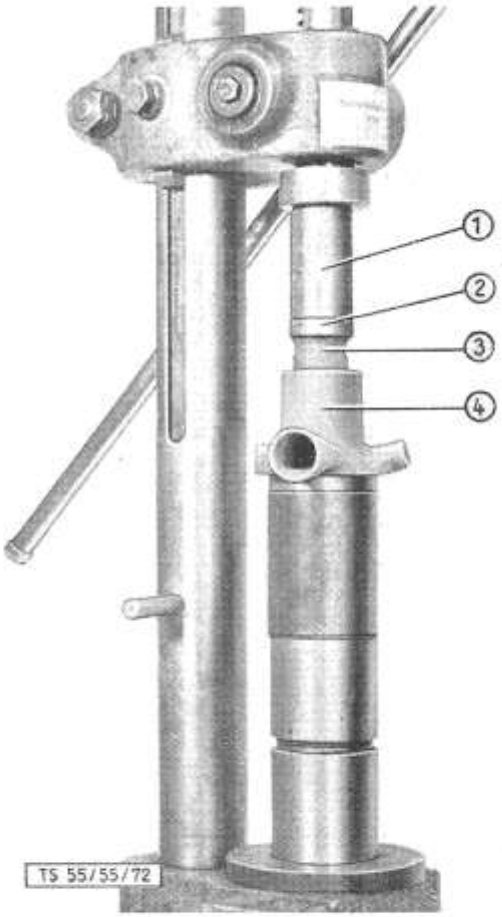

Bild 71: **Einpressen der vormontierten Wasserpumpenwelle im Pumpengehäuse**
3. Die so hergerichtete Pumpenwelle samt Lager im Wasserpumpengehäuse einpressen (Bild 71).